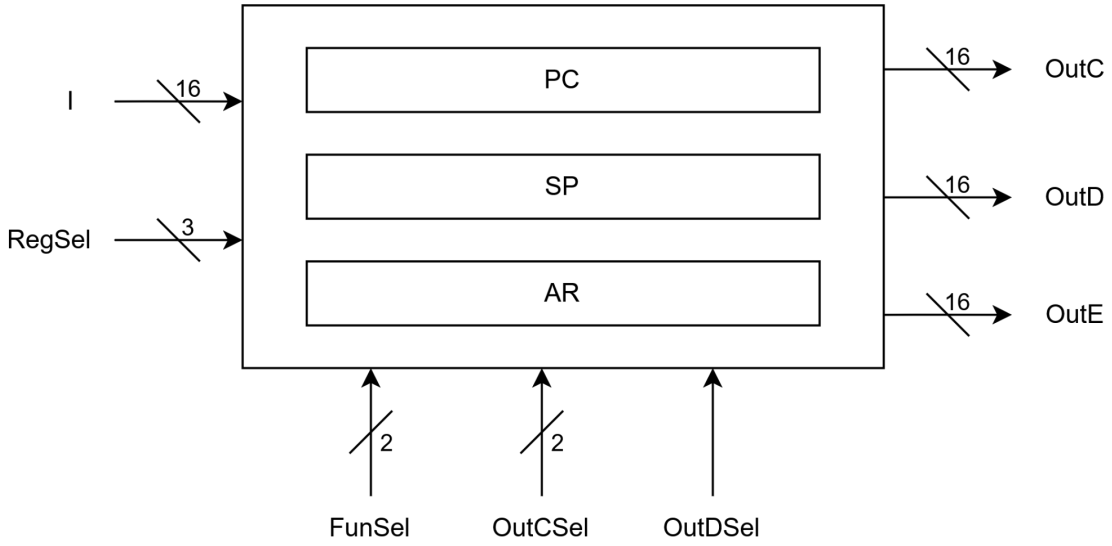

Figure 3: 16-bit address registers, inputs, and outputs.
(Part-2b) Design the **Address Register File (ARF)** system shown in Figure 3, which consists of three 16-bit address registers: **Program Counter (PC)**, **Address Register (AR)**, **and Stack Pointer (SP)**.